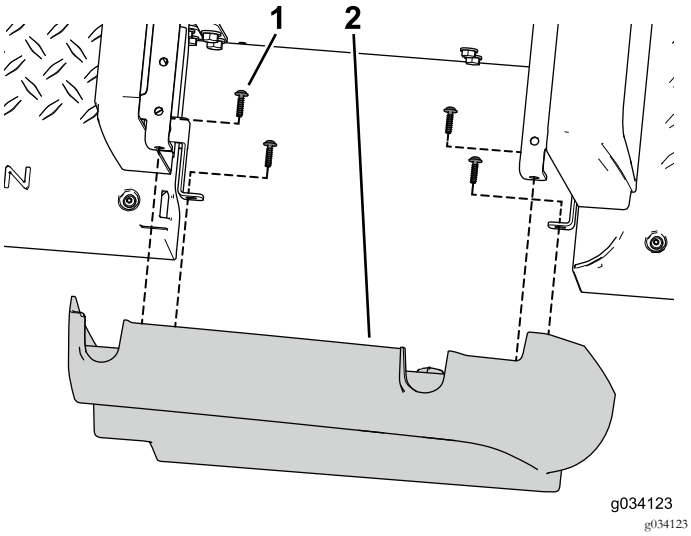

Bild 43
1. Befestigen Sie die linken und rechten Seitenplatten aus dem Kit mit den acht Blechschrauben (3/32" x 7/8") an den Platten des vorderen Sitzunterteils (Bild 43).